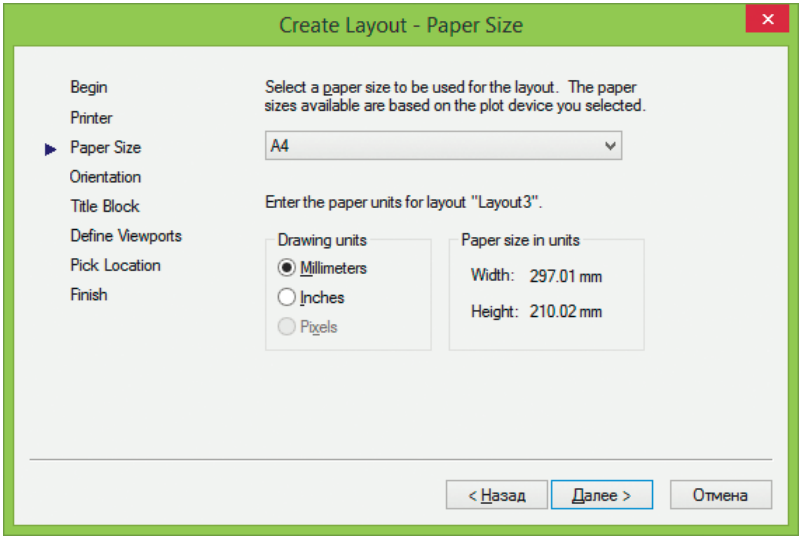

Рис. 15.5. Диалоговое окно Мастера компоновки листа, формат
- **Paper Size** – задание формата для нового листа (рис. 15.5). Набор доступных форматов определяется выбранным устройством печати. Далее осуществляется выбор единиц для листа: